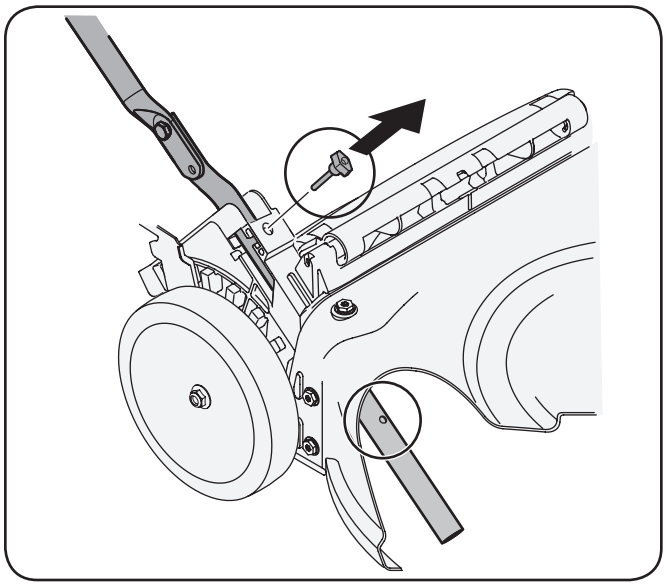
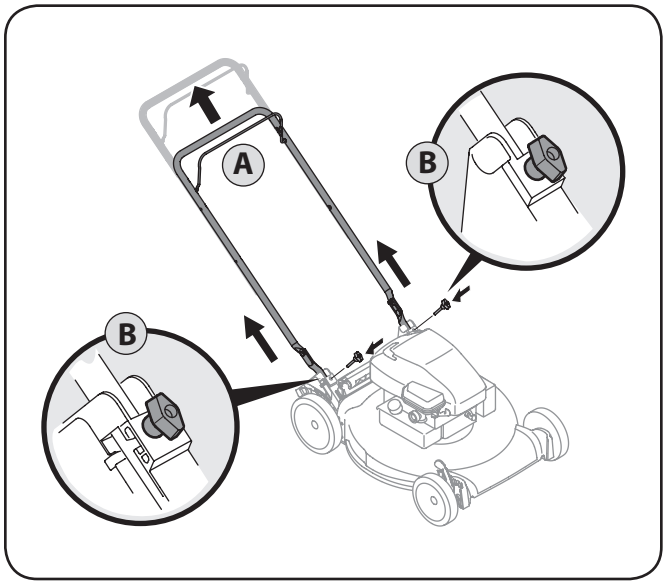

Figure 3-3
Figure 3-4
2. Remove the T-bolts from the handle brackets as shown in Fig. 3-3.
a. Pull upward on the handle until holes in lower handle (shown in Fig. 3-3 deck cutaway) line up with holes in handle bracket. See Fig. 3-4.
b. Insert the T-bolts removed earlier through the handle brackets and lower handle and tighten securely to secure the handle in place. See Fig. 3-4.